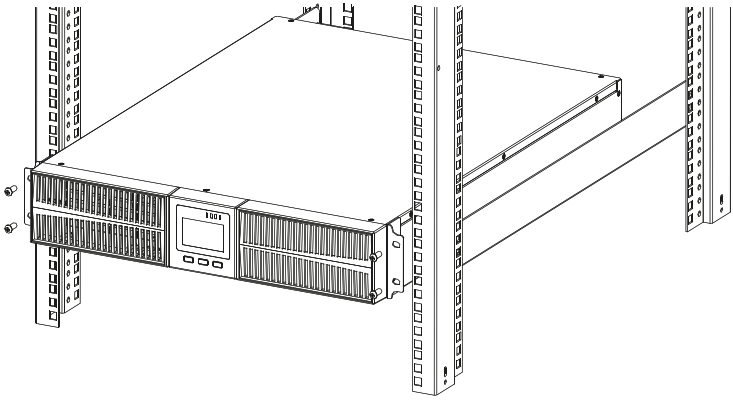

Рисунок 12. Вариант установки ИБП в стойку
- ИБП устанавливается на монтажный комплект (направляющие) SW900PRO-MKit (в комплект поставки не входит). Установите ИБП на направляющие и зафиксируйте ИБП с фасада винтами к стойке (рисунок 12).